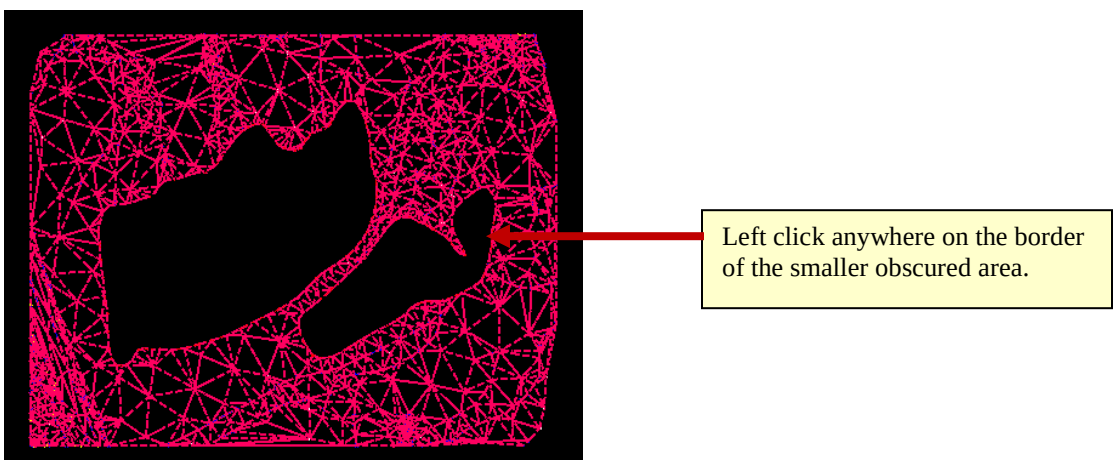

Figure L8-103 MicroStation
- Notice in the bottom left corner of the MicroStation Window you are prompted to: **<Select Feature**. Left Click on the border of the smaller of the obscured areas as shown in *Figure L8-103*.